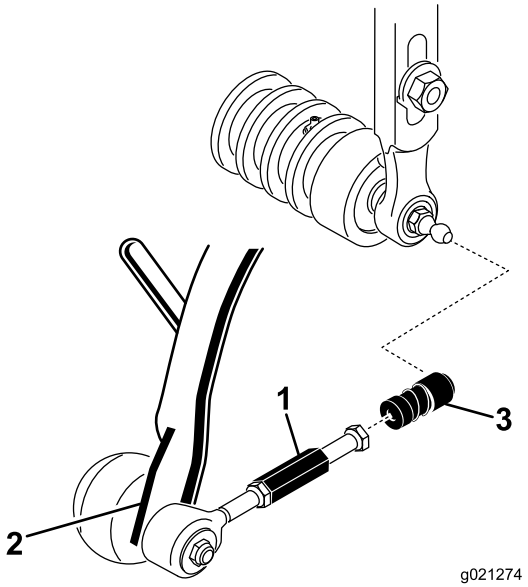

**Figur 10**
3. Skyd manchetten tilbage på kugleleddet, og sæt modtageren på klippeenhedens kugletapskrue (Figur 10).